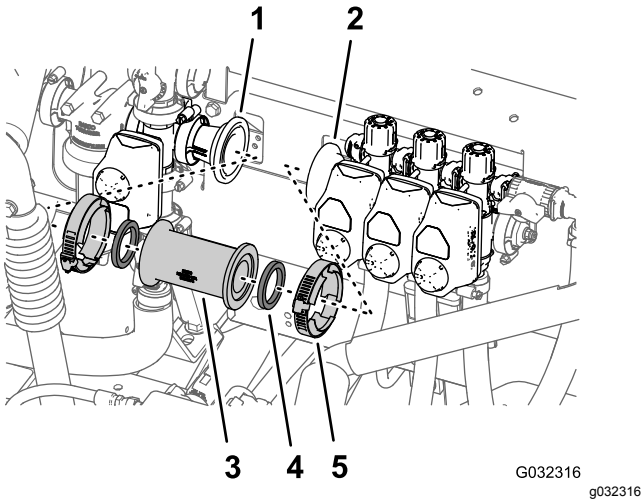

**Figur 45**
2. Fjern de 2 flangeklemmer, der fastgør den lige kobling til adapterkoblingerne ved omrøringsventilen og venstre bomsektionsventil (Figur 45).
3. Fjern den lige kobling og 2 pakninger fra maskinen (Figur 45).